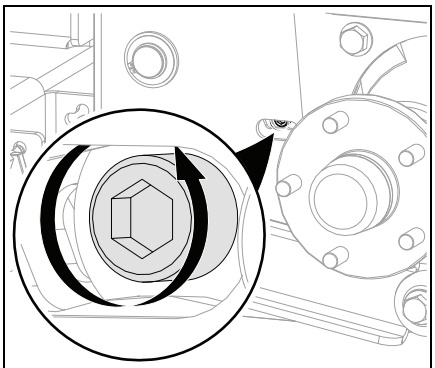

Figure 47
5. Loosen the neutral set screw on the transaxle. See Figure 47.